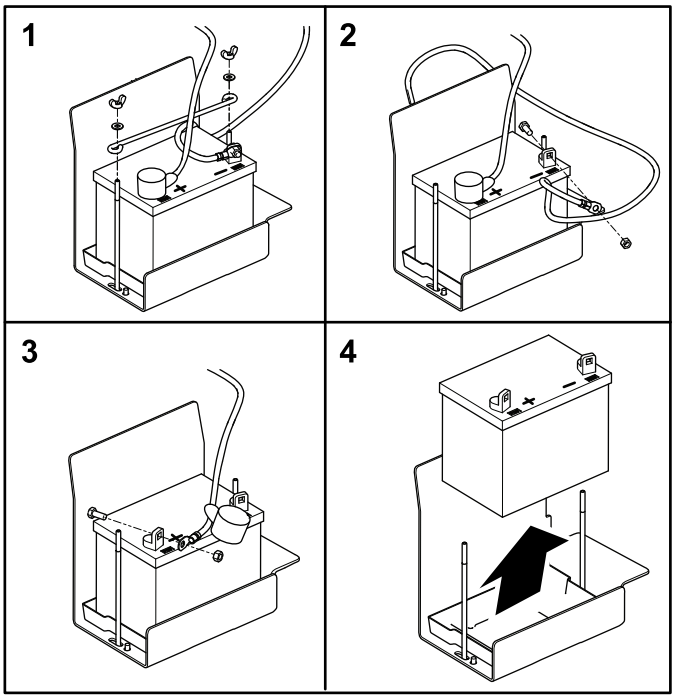

**Figur 53**
2. Fjern vingemutrene og skivene som fester batteriholderen (Figur 53).